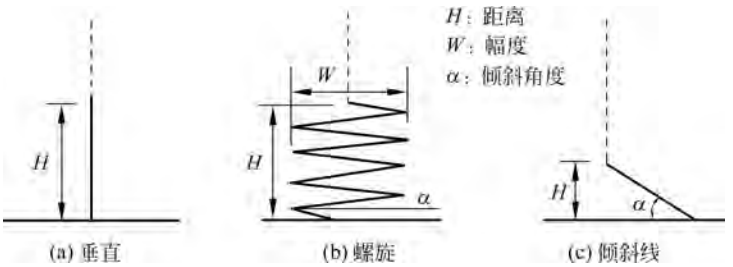

图 5-8 垂直、螺旋、倾斜切入切出示意图
① 垂直。刀具沿垂直方向切入,如图 5-8(a)所示。
② 螺旋。刀具螺旋方式切入,如图 5-8(b)所示。
③ 倾斜。刀具以与切削方向相反的倾斜线方向切入,如图 5-8(c)所示。
④ 渐切。刀具沿加工切削轨迹切入。
⑤ 长度。切入轨迹段的长度,以切削开始位置的刀位点为参考点。
⑥ 近似节距。螺旋和倾斜切入时走刀的高度。
⑦ 角度。渐切和倾斜线走刀方向与 XOY 平面的夹角。
⑧ 半径。刀具螺旋方式切入的半径值。